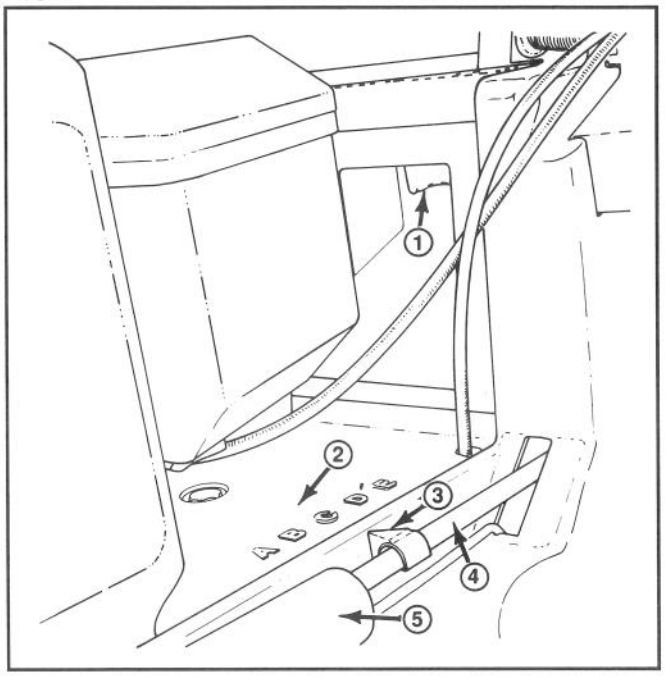

Afbeelding 15
2. Gebruik één of twee vingers om de maaihoogtehendel in te duwen (Afb. 15).